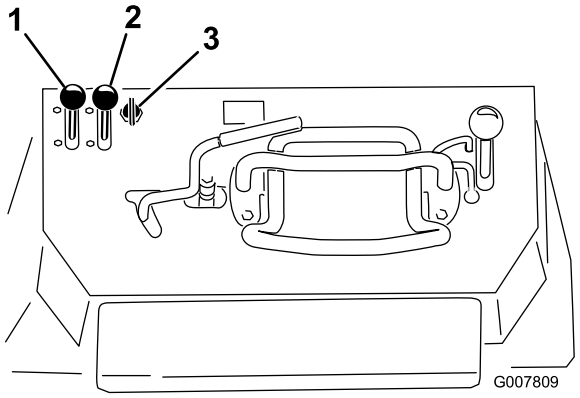

**Rysunek 19**
1. Ustaw dźwignię przepustnicy w położeniu pomiędzy wolnym i szybkim ruchem (Rysunek 19).
2. Ustaw dźwignię ssania do pozycji włączenia (Rysunek 19).
- W przypadku modelu z rozruchem elektrycznym, należy przekręcić kluczyk do pozycji włączenia (Rysunek 19). Kiedy silnik uruchomi się, należy zwolnić kluczyk.
4. Przesunąć powoli dźwignię ssania do pozycji wyłączenia (Rysunek 19). Jeśli silnik gaśnie lub dławi się, ustaw dźwignię ssania ponownie do przodu do momentu rozgrzania silnika.
5. Ustaw dźwignię przepustnicy w wymaganym położeniu (Rysunek 19).
1. Ustaw dźwignię przepustnicy w pozycji wolnego ruchu (Rysunek 19).
3. Przekręć kluczyk stacyjki do pozycji wyłączenia (Rysunek 19).